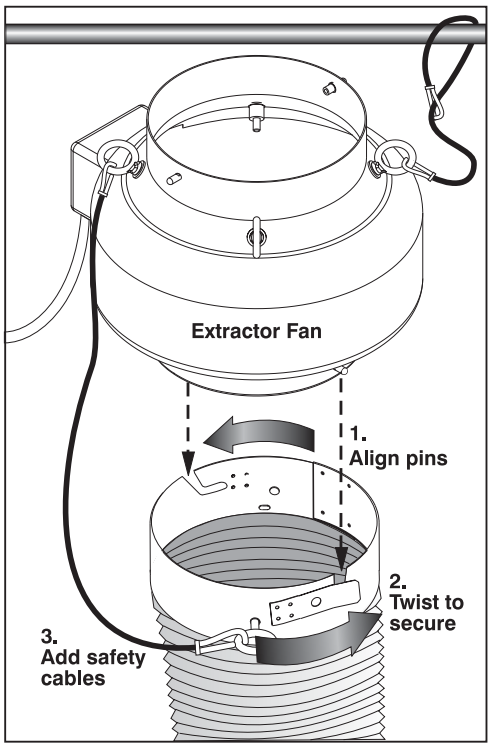

Figure 2.23. Securing Duct to Projector
1. **INSTALL DUCT ON PROJECTOR:** See Figure 2.23 below. Align either the 6-inch or 6-foot duct at the projector's top exit port, twisting to secure "flaps" over projector pins. Confirm that 1) there are no obstructions or "kinks" within the ducting, 2) all air intake areas of the projector are clear and exposed, and 3) the vane switch at the exit duct moves freely.